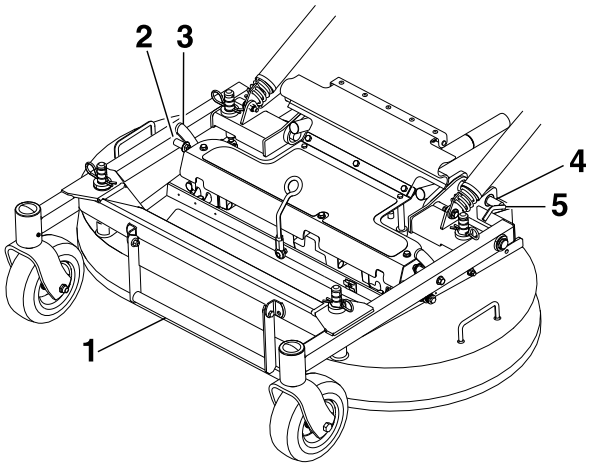

Figure 7
5. While keeping the front frame down, lift the deck on one side so the deck support latch engages the fixed pin in the front frame (Figure 7).
2. Release the deck locking pins on each side (Figure 7).
2. Push deck locking pins inward and rotate forward to securely lock deck in lowered position (see Figure 7).